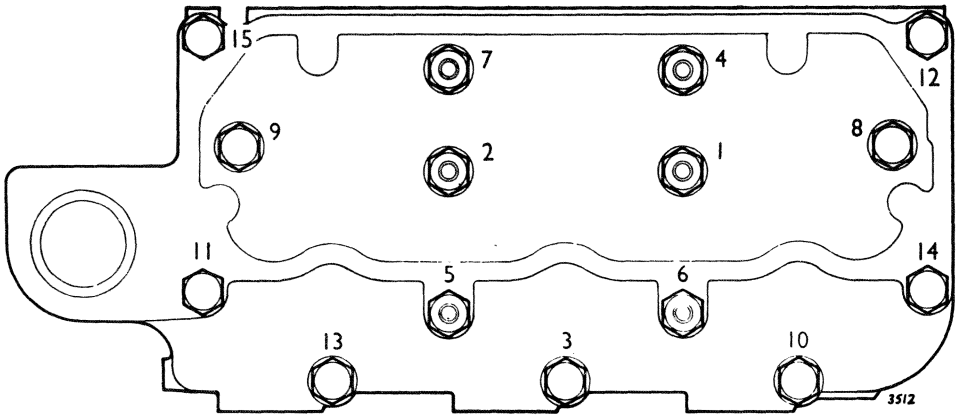

Figure 30. CYLINDER HEAD TIGHTENING SEQUENCE
Remove the cylinder head nuts and bolts in the reverse order to tightening sequence (Fig. 30) then lift off the cylinder head and place on bench. Remove gasket, clean block face and oil the bores before covering with a cloth for protection.
5. Tighten the head bolts and nuts in the order shown in Fig. 30 and in three stages of 30, 60 and 90 lb ft, then finally tighten again to 90 lb ft.